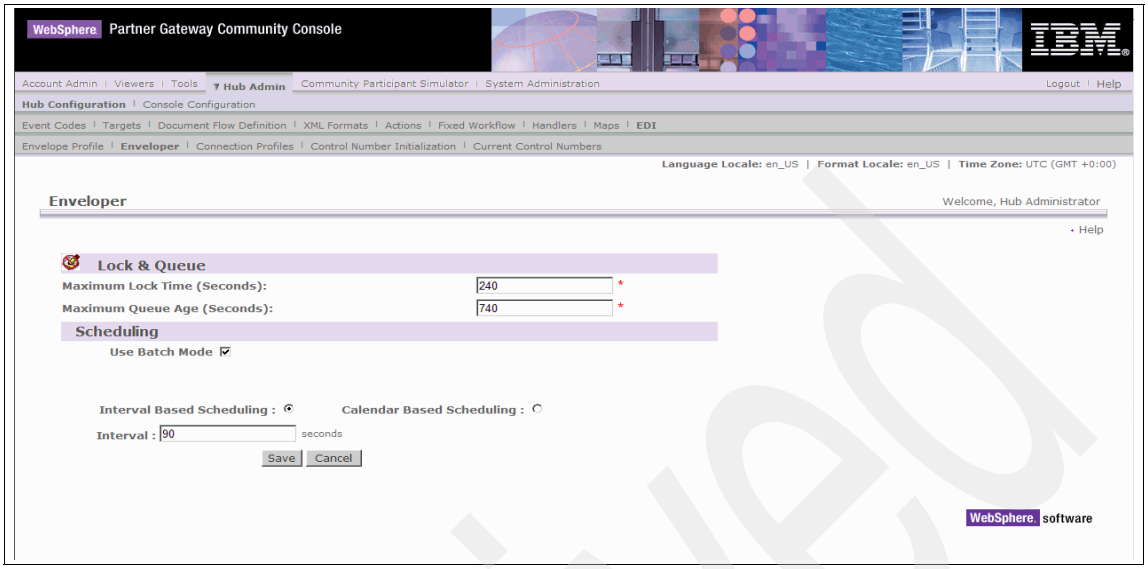

Figure 19-26 Setting the enveloper scheduling Interval
2. Edit the enveloper configuration. Make sure that Interval based scheduling is selected and change the interval to `90 seconds` (Figure 19-26 on page 657).